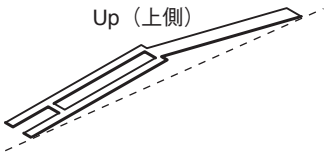

Fig.35（図 35）
* ***Be careful of the direction of the spring. It should be installed with its projecting end facing upward. (Fig.35)***
※ **スプリングの向きに注意してください。スプリングは、図 35 のように上側が凸になるように取り付けます。（図 35）**